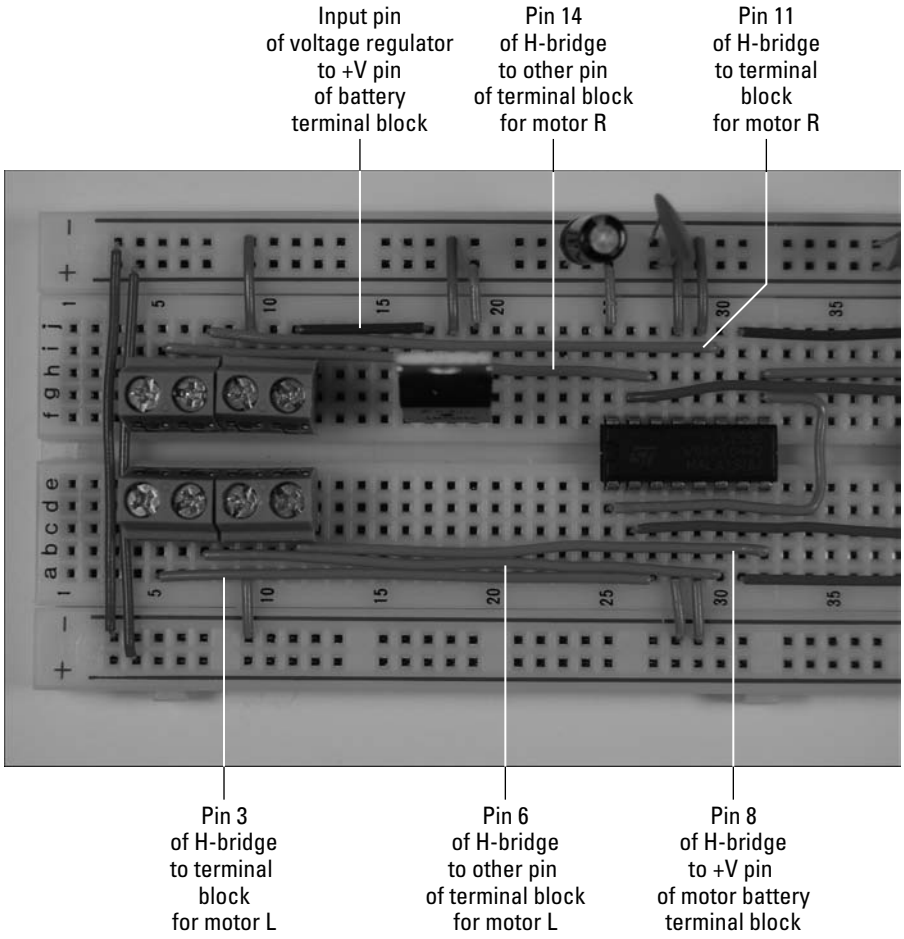

Figure 11-32: Wiring the terminal blocks.
Be sure to leave room between each IC to place wires (as shown in the final figure in this section, the upcoming Figure 11-32). Also, leave room at the end of the board near the decoder to insert the IR detector and the resonator. Finally, leave room at the end of the board near the H-bridge to add terminal blocks.
9. **Insert wires to connect the terminal blocks to the H-bridge and voltage regulator, as shown in Figure 11-32.**